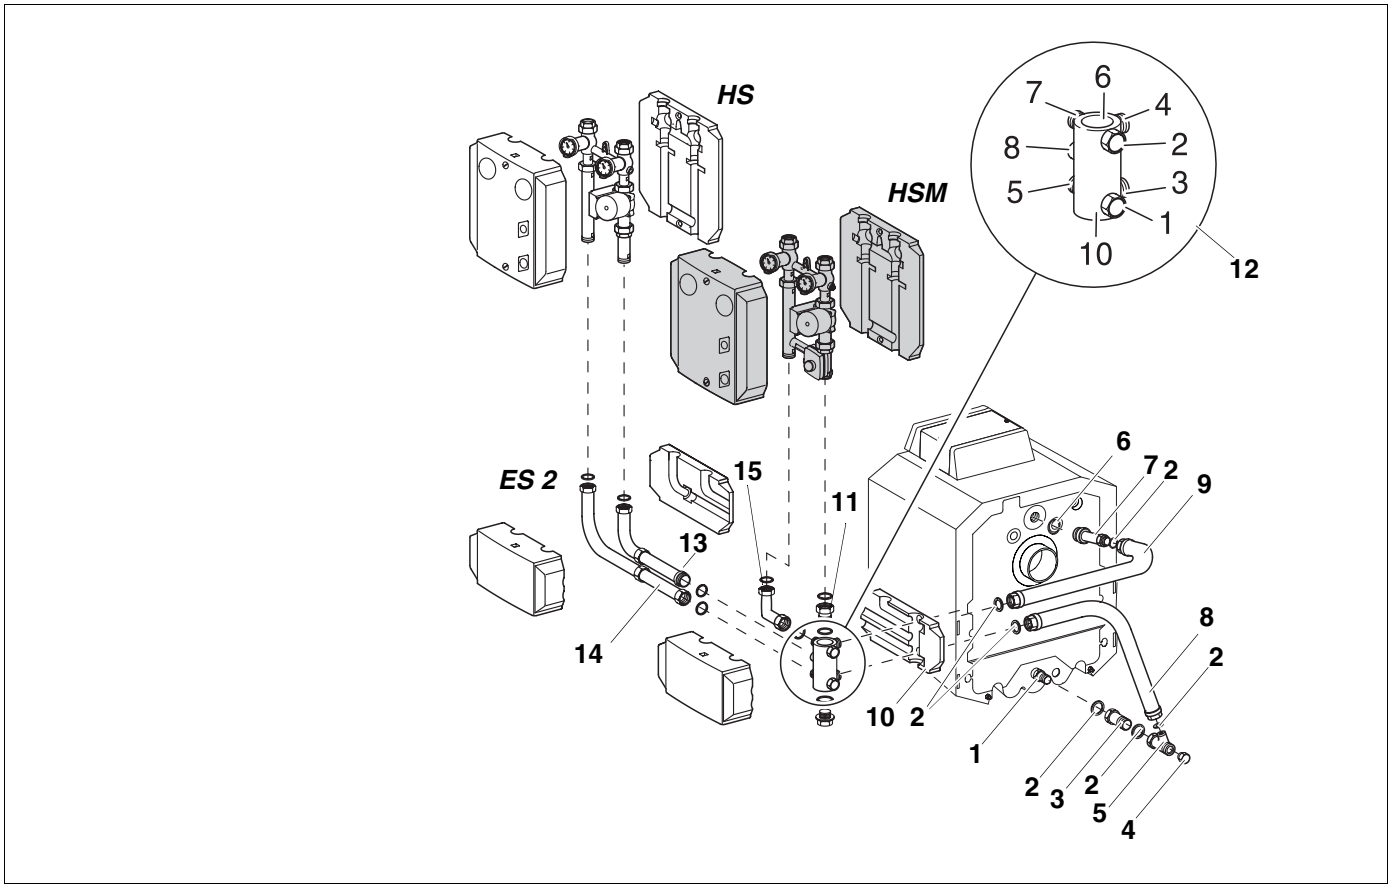

Abb. 11 Seitlich parallel Rechtsanbau
Die Nummerierung der Anschlüsse am eingebauten Multifunktionsverteiler muss unbedingt mit der Nummerierung in Abb. 11 übereinstimmen, sonst stimmen die Vor- und Rücklaufanschlüsse von der Kesselseite mit der Heizkreisseite nicht überein!
- Heizkreis-Set mit (HSM) oder ohne Mischer (HS) entsprechend Abb. 11 aufschrauben.